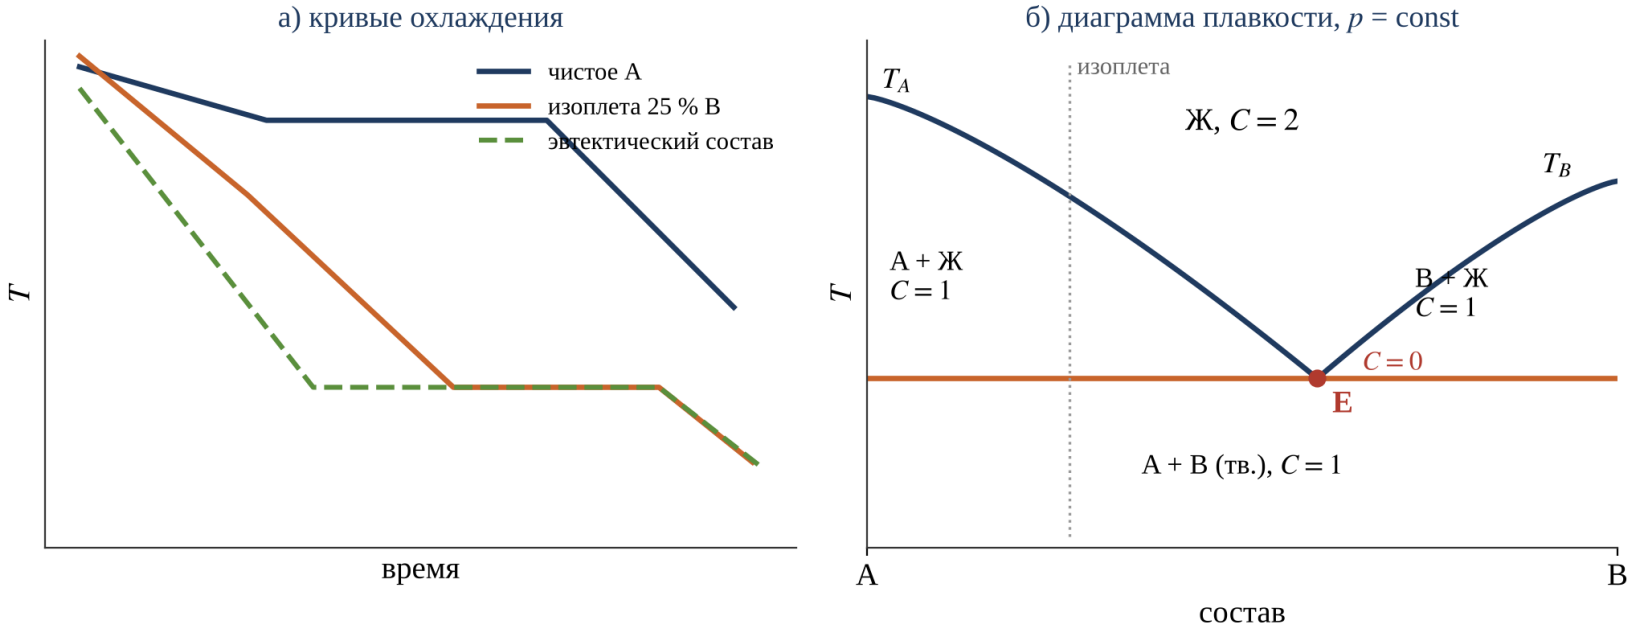

Рис. 1. Кривые охлаждения и диаграмма плавкости с простой эвтектикой (схема)
7. Определите число степеней свободы в фигуративных точках полей, линий и особых точек рис. 1–4.